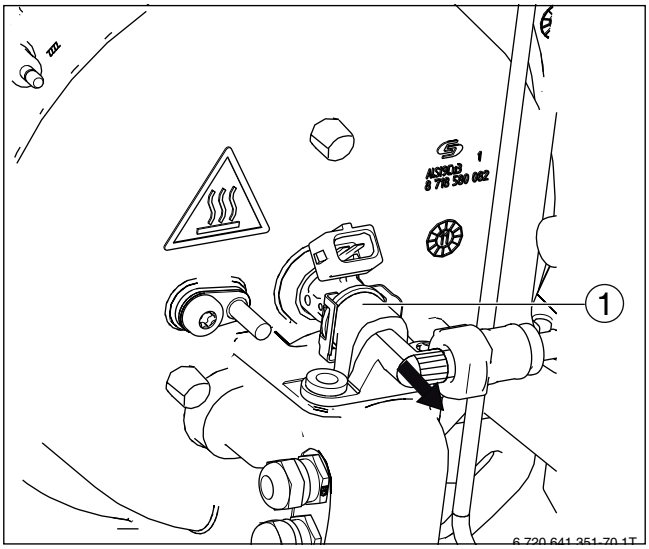

Bild 73 Brennereinspritzventil mit Anschlussstück
- Brennereinspritzventil mit Anschlussstück (→ Bild 73, [1]) herausziehen.